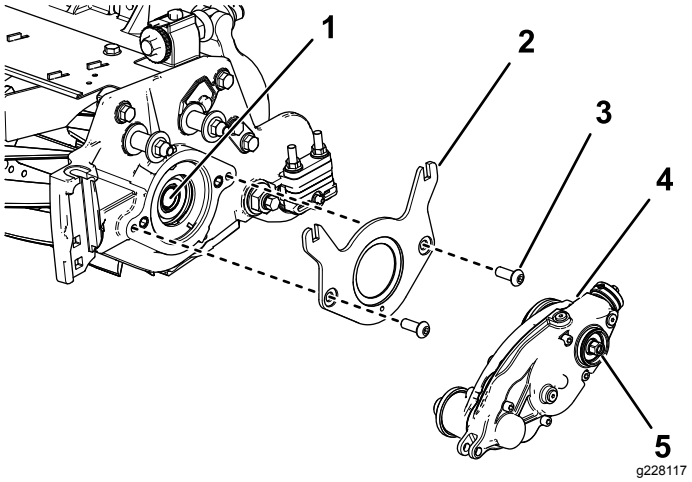

Figur 8
2. Fest vektbraketten til spolen ved hjelp av to sekskantsokkelbolter med halvrundt hode (⅜ x ¾ tomme), som vist i Figur 8.
3. Bruk et middels sterkt gjengeforseglingsmiddel (så som blå Loctite® 243) på gjengene på den innvendige spoleakselen (Figur 8).
4. Monter trimsatsdrivhuset på spoleakselen (Figur 8) med sekskantskruen på trimsatsdrivhuset.